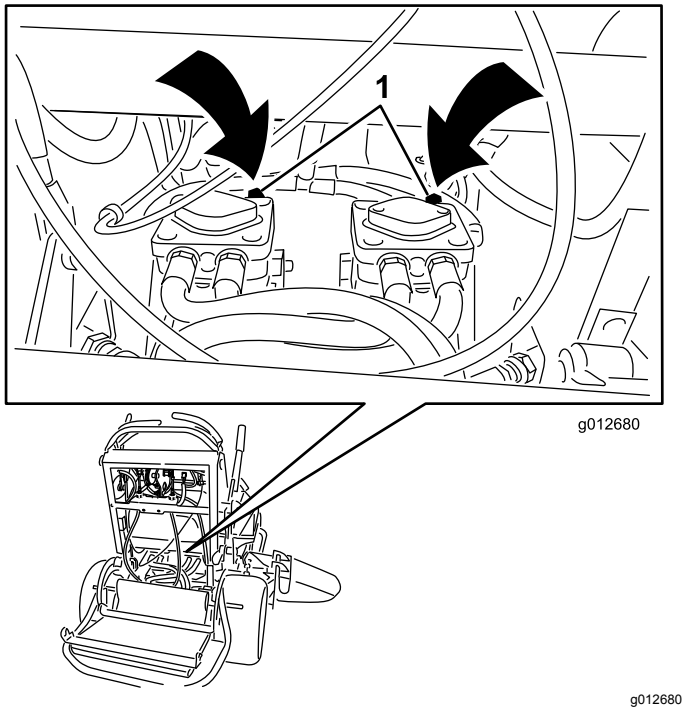

**Figuur 24**
3. Open de omloopventielen op beide pompen door deze 1 tot 2 slagen linksom te draaien (Figuur 24).